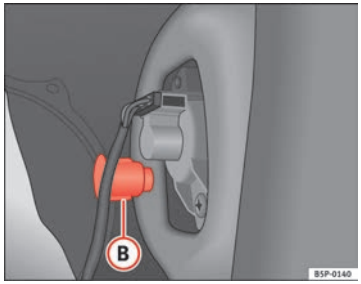

Fig. 190 Side lights and brake lights
– Unscrew the plastic fitting ⇒ Fig. 190 (B) securing the tail light. Inserting a screwdriver under the plastic fitting may help to loosen it.